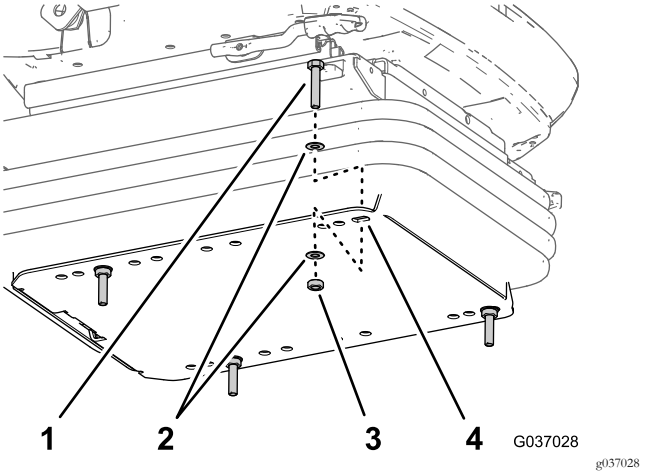

Figuur 14
2. Monteer 4 tapbouten (8 x 40 mm), 8 ringen (8 x 17 mm) en 4 moeren (8 mm) in de openingen in de flens van de onderplaat (Figuur 14) die u gelokaliseerd hebt in stap 1.